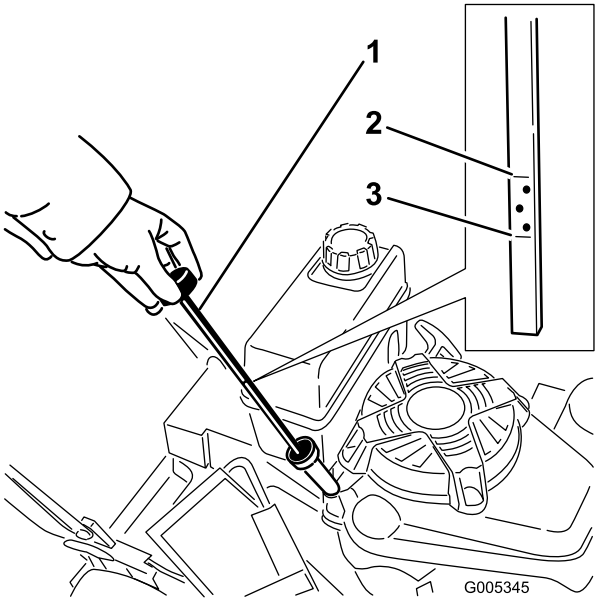

Figur 12
Se alltid till att oljenivån ligger mellan markeringarna för att fylla på och fullt på oljestickan innan du startar maskinen (Figur 12).
2. Gör rent runt oljestickan (Figur 12).
6. Läs av oljenivån på oljestickan (Figur 12).